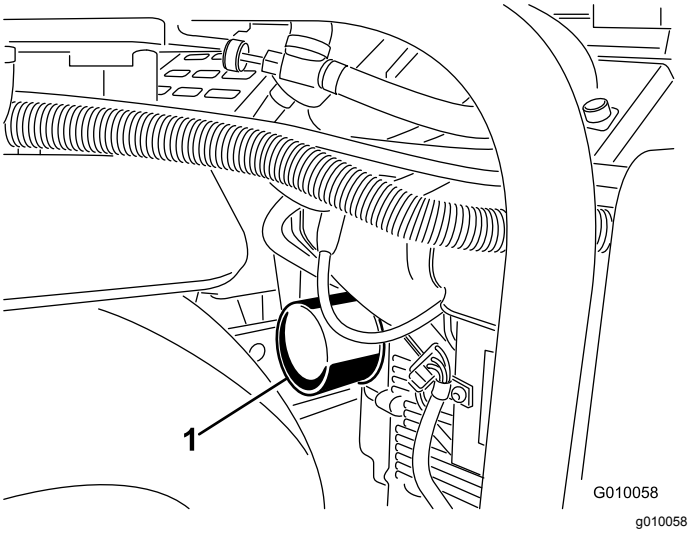
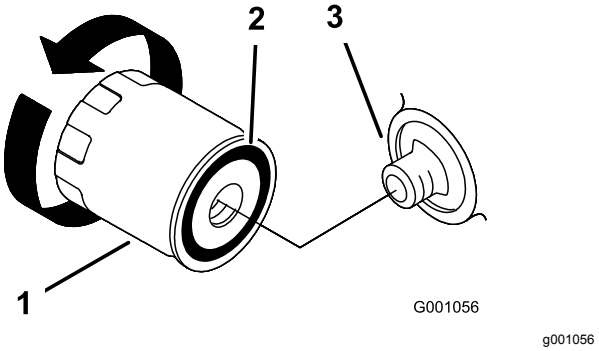

Figur 46
Figur 47
5. Anbring en lav bakke eller klud under filteret for at opfange olien (Figur 46).
6. Fjern det gamle filter (Figur 46 og Figur 47), og aftør filteradapterens pakningsoverflade.